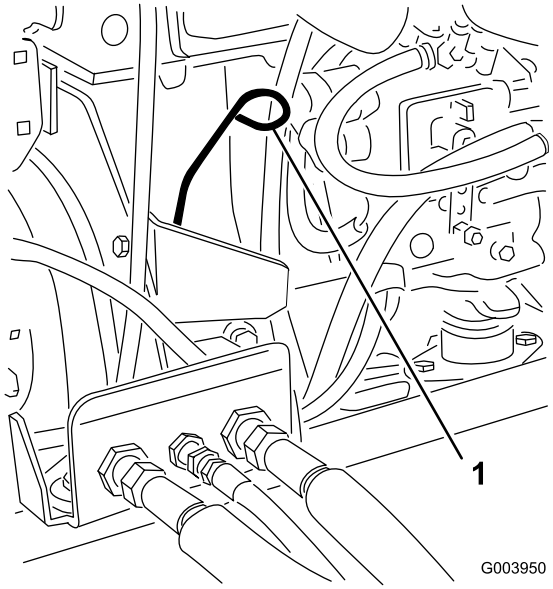

Figuur 28
3. Verwijder de peilstok en veeg deze schoon. Plaats daarna de peilstok weer terug (Figuur 28).